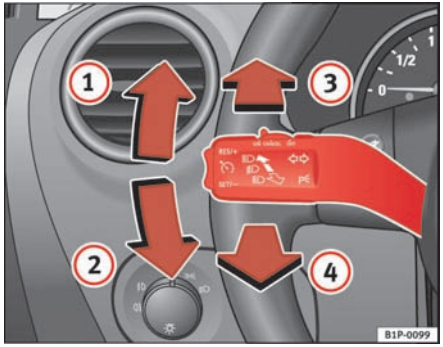

Fig. 77 Turn signal and main beam headlight lever
– Move the lever all the way up ⇒ fig. 77 (1) to indicate **right**, and all the way down (2) to indicate **left**.
– Press the lever forward ⇒ fig. 77 (3) to switch on the main beams.